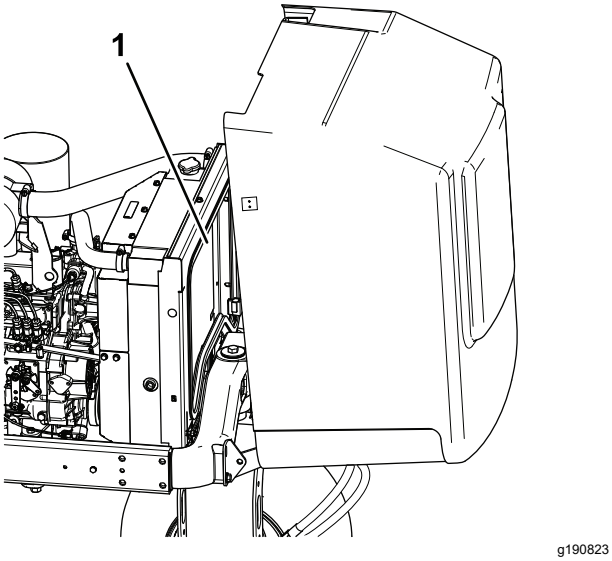

**Figur 69**
5. Rengjør begge sidene av radiatoren/oljekjøleren grundig med vann eller trykkluft (Figur 69).